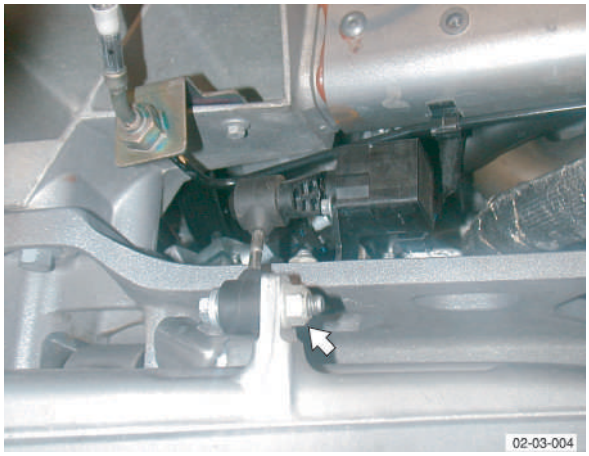

Fig. 1
14. Remove nut and bolt from ride height sensor link to lower suspension arm (see Fig. 1).